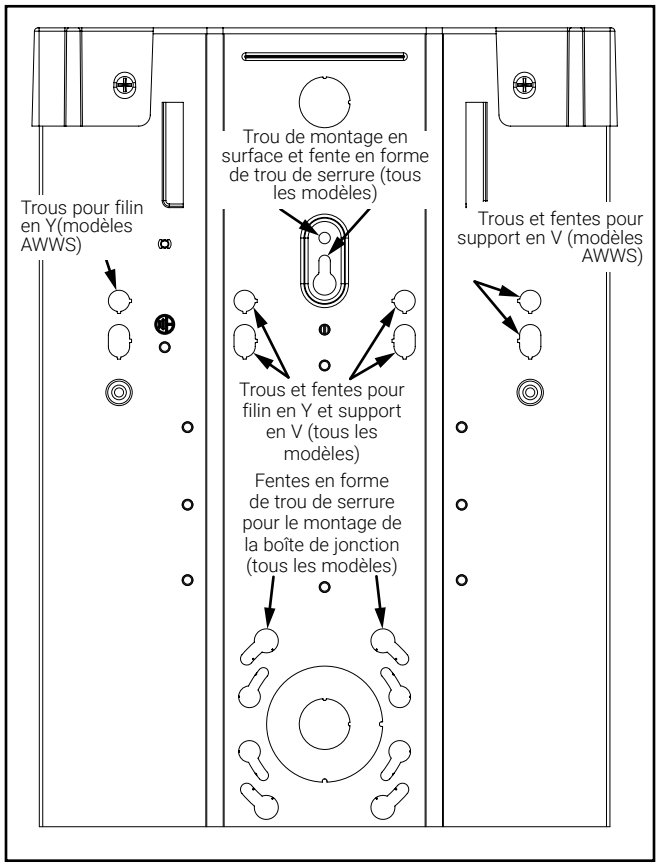

Figure 7.
5. Pour installer le luminaire, utilisez les trous de montage fournis qui sont situés à chaque extrémité du boîtier du canal (figure 7). Utilisez la quincaillerie appropriée (vendue séparément).